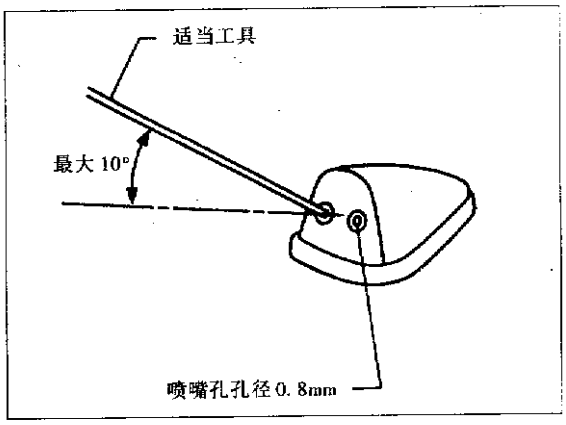

图 12－10－3
(1)前喷洗器结构见图 12－10－4。前喷洗器参数见表 12－9。